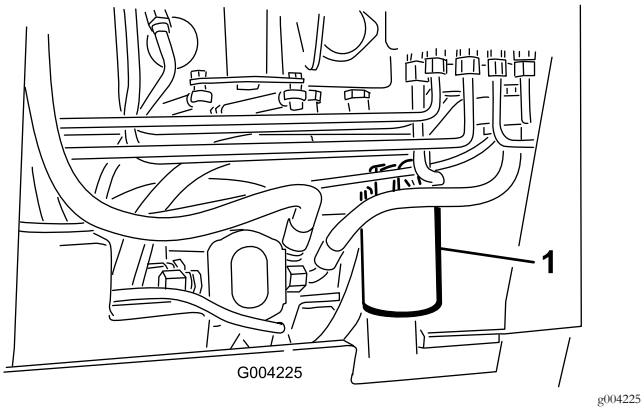

Figur 59
4. Placera ett kärl under filtret (Figur 59).
5. Ta bort det gamla filtret (Figur 59) och torka rent ytan på filteradapterpackningen.
7. Sätt i det nya hydraulfiltret i filteradaptern (Figur 59). Dra åt det medsols tills gummipackningen vidrör filteradaptern, och dra sedan åt filtret ytterligare ett halvt varv.